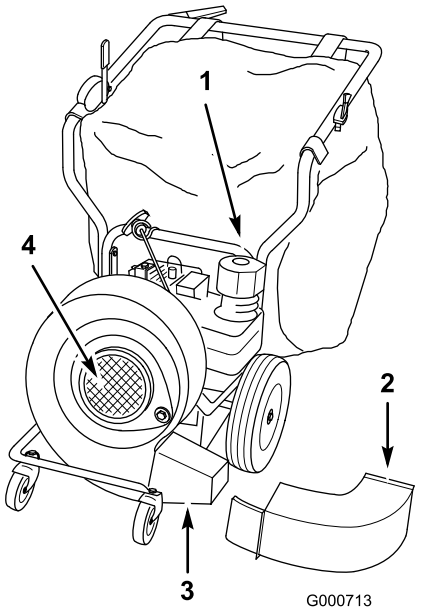

Bild 21
3. Nehmen Sie den Sackhals vom Gebläse-Auswurfkanal ab (Bild 21). (Nach Wunsch können Sie den gesamten Sack entfernen.)
4. Entfernen Sie die Befestigungsschraube und Sicherungsscheibe, mit denen der Gebläse-Auswurfkanal befestigt ist und entfernen Sie die Auswurfkanal (Bild 21).
5. Montieren Sie das Gebläserohr und befestigen Sie es mit den in Schritt 4 entfernten Befestigungsteilen (Bild 21).
10. Heben Sie das Gebläsegehäuse leicht an und drehen es um 120° nach rechts (wenn Sie vor dem Gebläse stehen) (Bild 21).
14. Montieren Sie das Gitter an der Gebläsesaugseite und befestigen Sie es mit der in Schritt 2 entfernten Scheiben und Sicherungsmuttern (Bild 21).